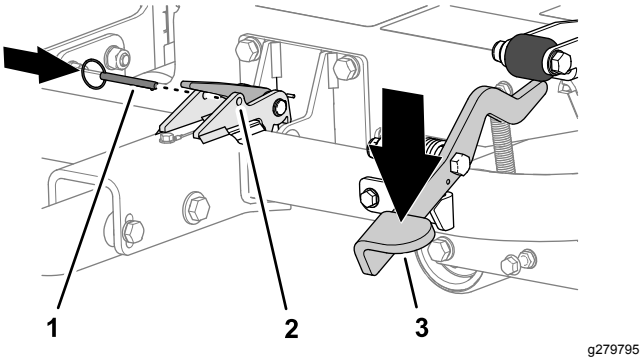

図 19
3. ヒッチペダルを踏んで、ヒッチをロックする図 19。
4. ラッチの穴にロックピンを入れる図 19。